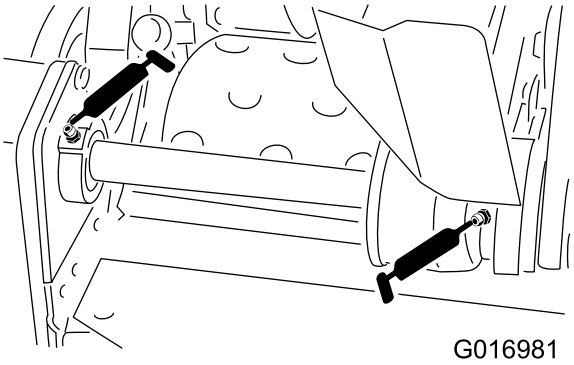

Figur 19
- 2 på knivcylinderens mellemaksellejer (Figur 19)